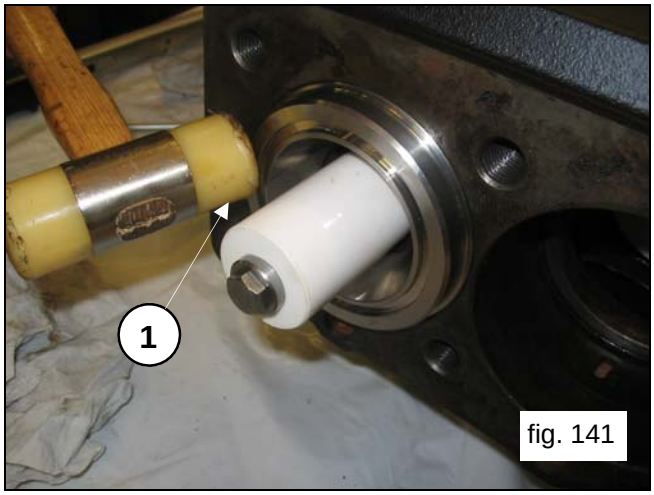

fig. 141
Be sure that the liner-support unit is correctly positioned in its seat (pos.①, fig.141).